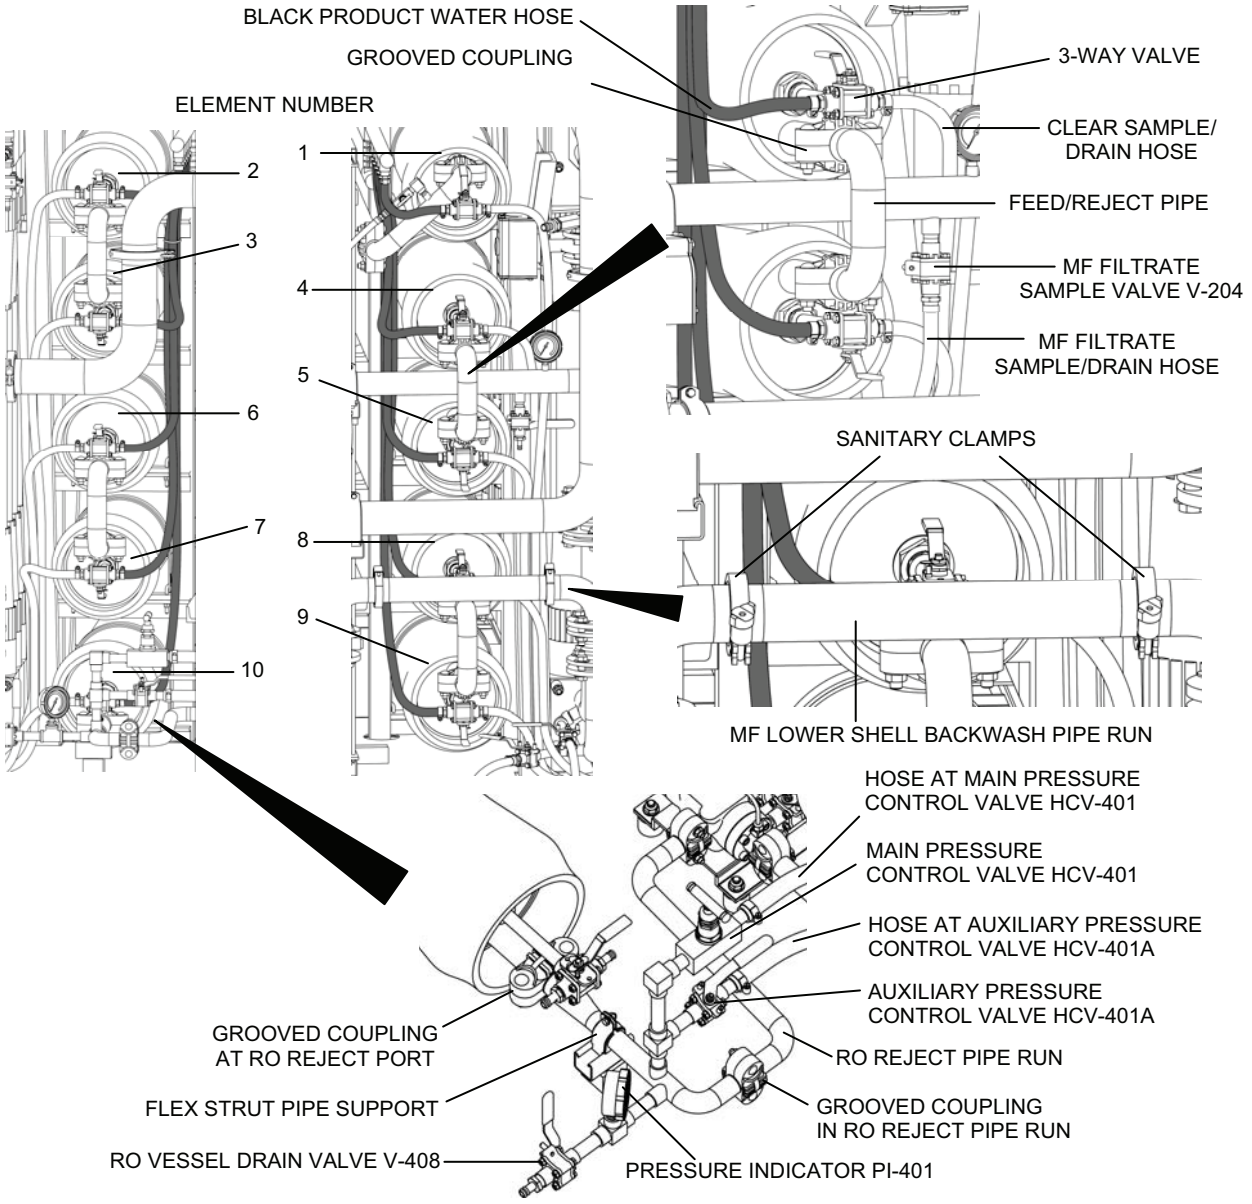

Figure 4. Parts to Remove in Order to Remove RO Simulators.
2. Remove the following piping (Figure 4):